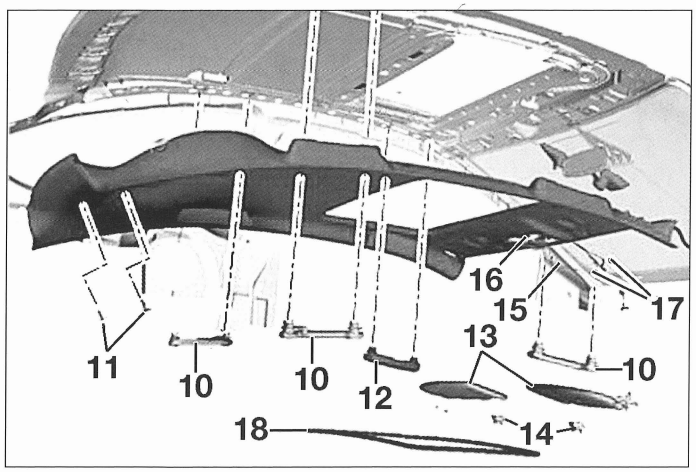

FIG. 76
- las empuñaduras de sujeción de los pasajeros (10) **(fig. 76)**.